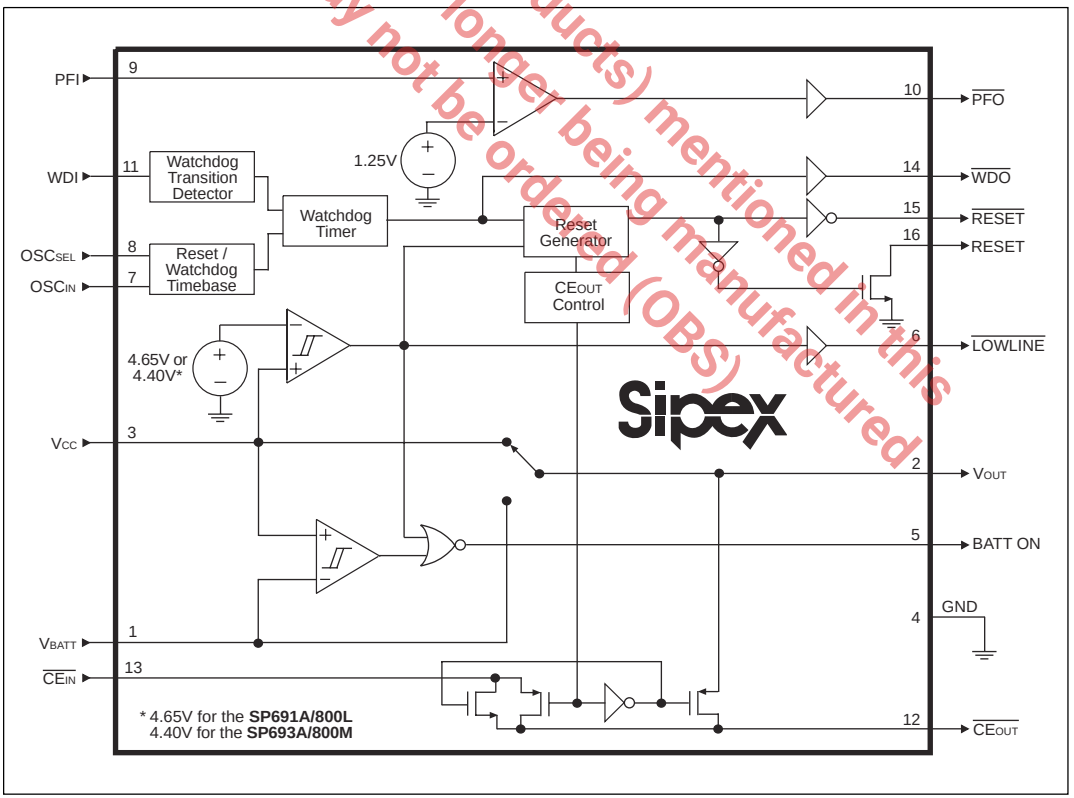

Figure 16. Internal Block Diagram of the SP691A/693A/800L/800M
The **SP691A/693A/800L/800M** devices provide internal gating of chip-enable (CE) signals, to prevent erroneous data from corrupting the CMOS RAM in the event of a power failure. During normal operation, the CE gate is enabled and passes all CE transitions. When reset is asserted, this path becomes disabled, preventing erroneous data from corrupting the CMOS RAM. The **SP691A/693A/800L/800M** devices use a series transmission gate from $\overline{CE_{IN}}$ to $\overline{CE_{OUT}}$. Refer to *Figure 16.*
LOWLINE is the buffered output pin of the reset threshold comparator. Refer to *Figure 16*. LOWLINE typically sinks 3.2mA at 0.1V. For normal operation where V_{CC} is above the reset threshold, LOWLINE is pulled to V_{OUT}.